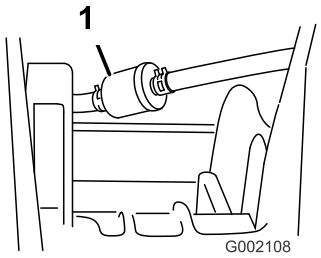

Figuur 46
5. Verwijder de klemmen waarmee het brandstoffilter vastzit aan de brandstofleidingen (Figuur 46).